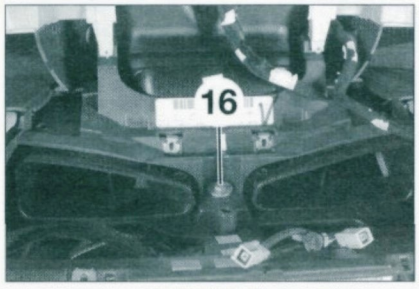

FIGURE 9-32
• Déposer la vis de fixation centrale de la planche de bord (16) **(figure 9-32)**.